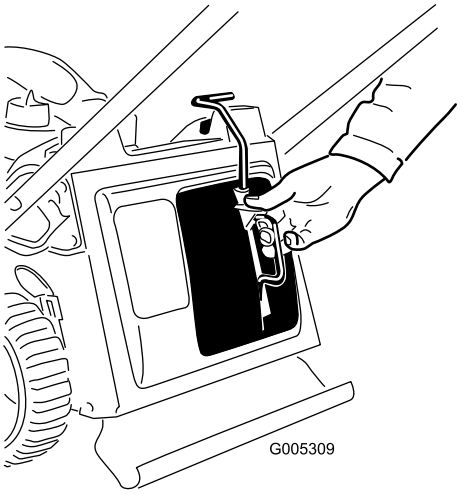
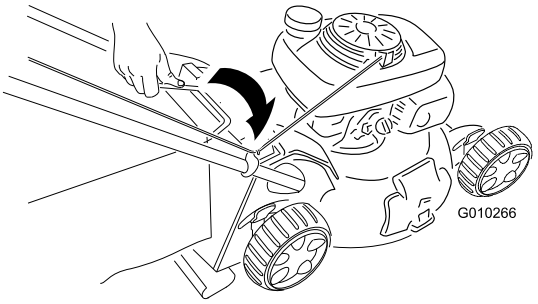

Figur 18
Figur 19
1. Montera mullningspluggen (Figur 18) eller gräsuppsamlaren (Figur 19) på klipparen.